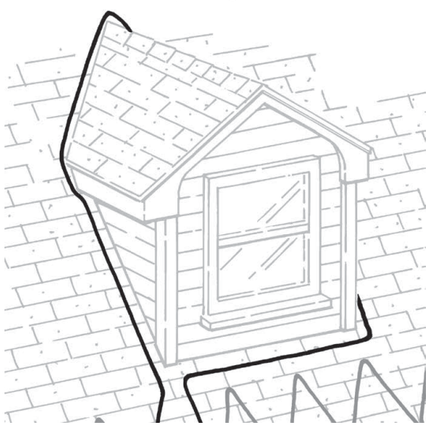

Figure 7. Parcours du câble autour d'une lucarne
- **Parcours pour les lucarnes :** Pour traiter une section de lucarne qui pose problème, le câbles doit être disposé vers le haut et autour de la lucarne comme indiqué à Figure 7.